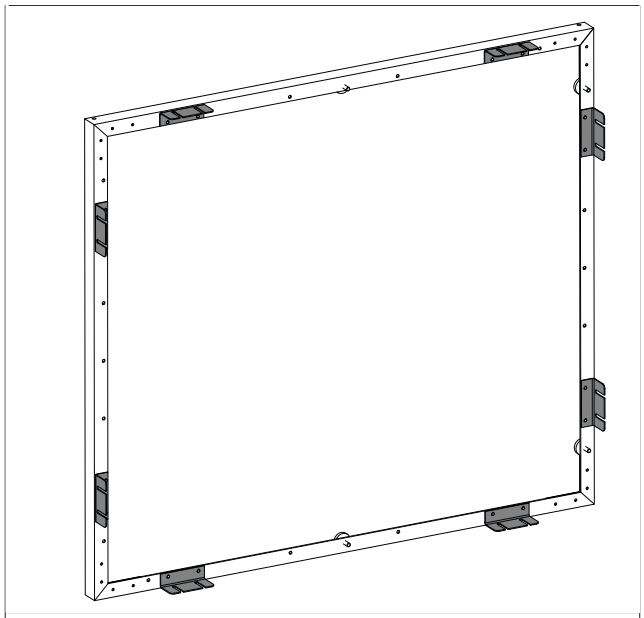

Abb. 8: Rahmen mit Befestigungswinkeln
5. Schrauben Sie die Befestigungswinkel (1) an den Rahmen (siehe Abb. 8 auf Seite 8) handfest an.
6. Verschrauben Sie die Befestigungswinkel lang (3) handfest mit den Befestigungswinkeln (1) die bereits am Rahmen befestigt sind.